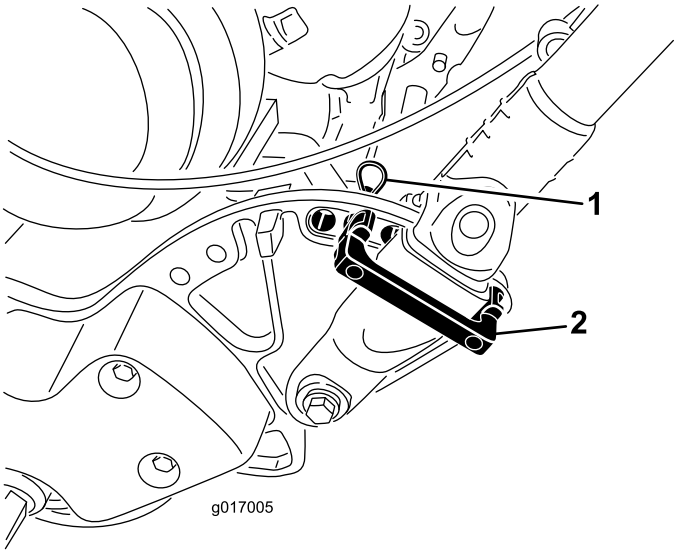

Figuur 6
1. Ondersteun de handgreep en verwijder de kabelbinders waarmee de handgreepklemmen aan de zijplaten zijn bevestigd (Figuur 6).
2. Draai de handgreep in de gewenste gebruiksstand en breng een handgreepbevestiging over de handgreepklem en in de overeenkomende gaten van de zijplaat (Figuur 6).
3. Borg de positie van de klem met een borgpen (Figuur 6).